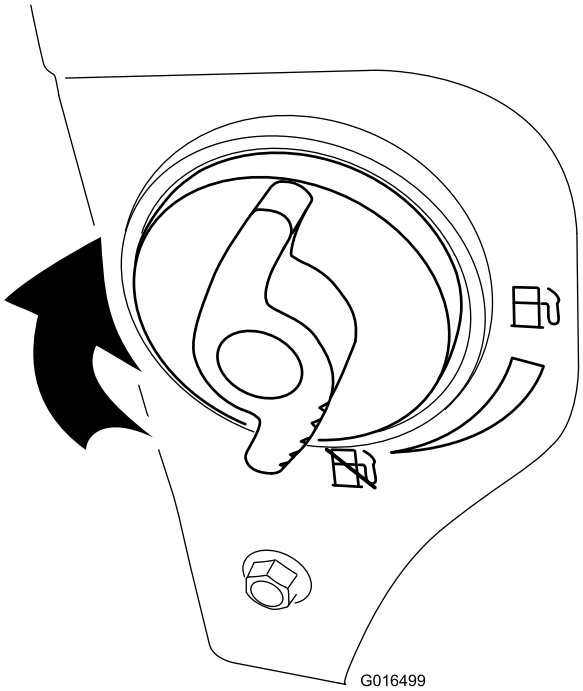

Figur 33
4. Stäng bränslekranen genom att vrida den medsols (Figur 33).